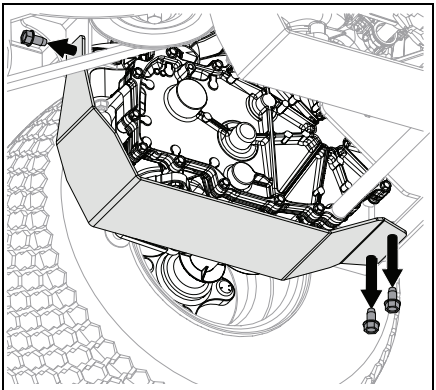

Figure 19
3. Remove and retain skid plate hardware and skid plate. See Figure 19.